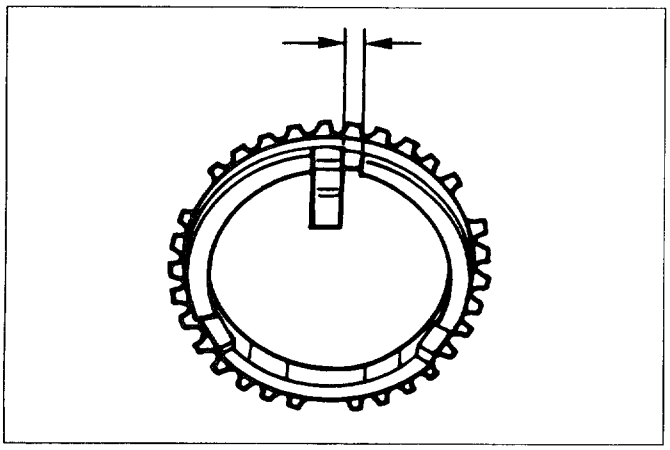

Fig. 7B-82
- Use a thickness gauge to measure the clearance between the clutch hub and the insert ring (Fig. 7B-83).